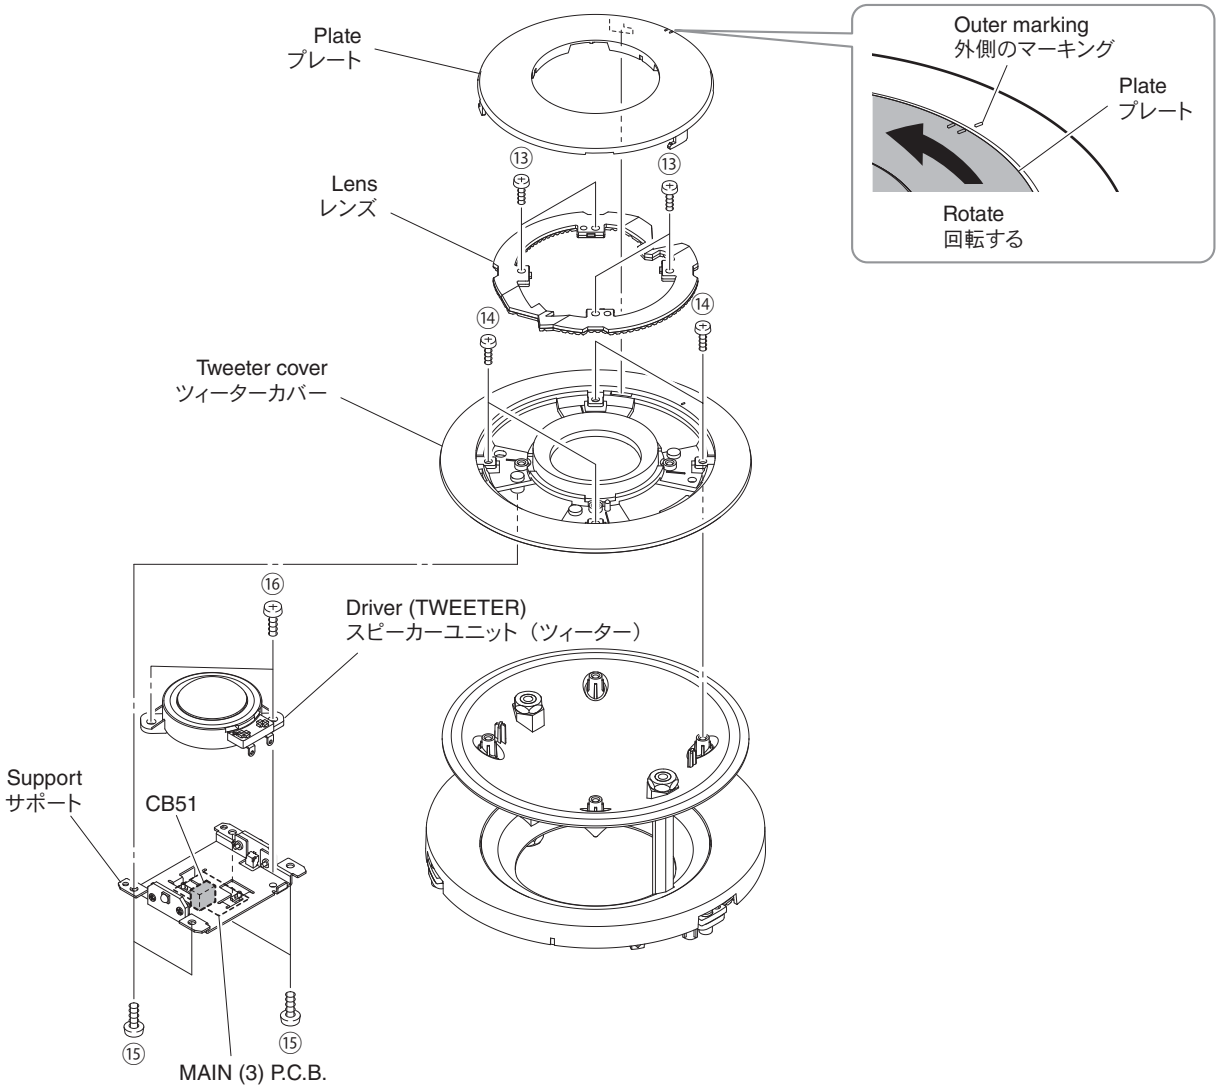

Fig. 9
9. Removal of Driver (TWEETER) (Fig. 9)
b. Remove 4 screws (⑬) and then remove the lens.
c. Remove 4 screws (⑭) and then pull out the tweeter cover.
e. Remove 4 screws (⑮) and then remove the driver together with the support.
f. Remove 2 screws (⑯).
9. スピーカーユニットの外し方（ツィーター）（Fig. 9）
b. ⑬ のネジ 4 本を外し、レンズを外します。
c. ⑭ のネジ 4 本を外し、ツィーターカバーを引き出します。
e. ⑮ のネジ 4 本を外し、スピーカーユニットをサポートと一緒に外します。
f. ⑯ のネジ 2 本を外します。